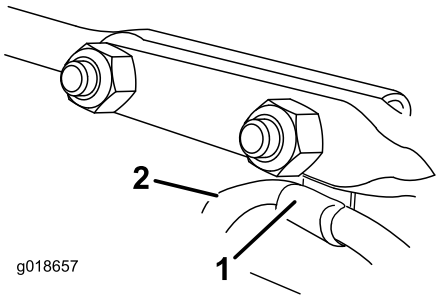

Figur 16
6. Montera kabelklämman som stödjer strålriktarkabeln under huvudet på den främre vagnsbulten, och fäst vagnsbultarna med låsmuttrar från påsen med lösa delar (Figur 16).